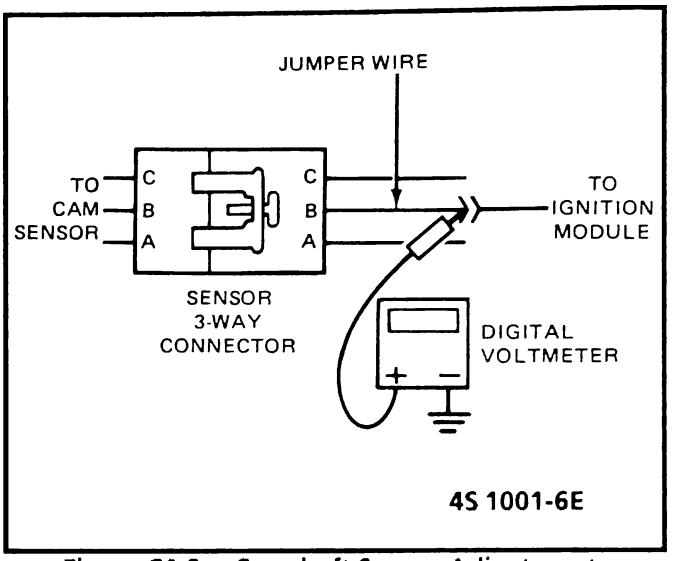

Figure C4-8 - Camshaft Sensor Adjustment
6. Connect a voltmeter between jumper wire and ground. See Figure C4-8.